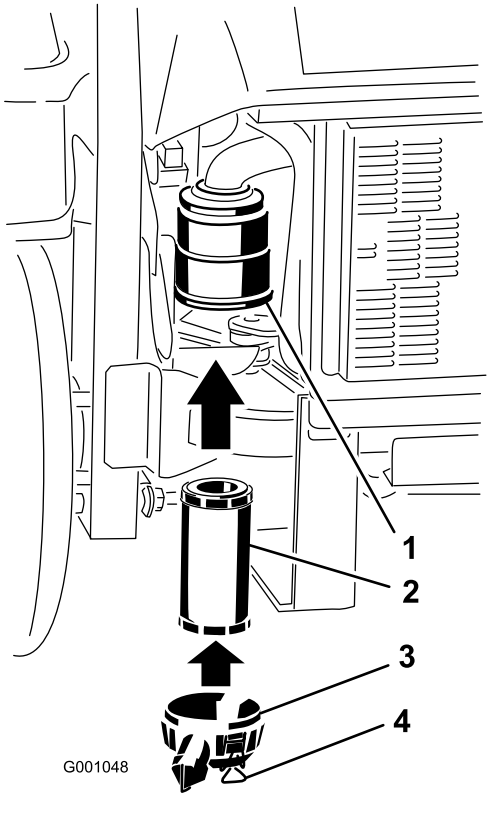

Figur 46
2. Skjut försiktigt in filtret i filterhuset (Figur 46).
3. Sätt tillbaka luftrenarkåpan och säkra spärrhakarna (Figur 46).